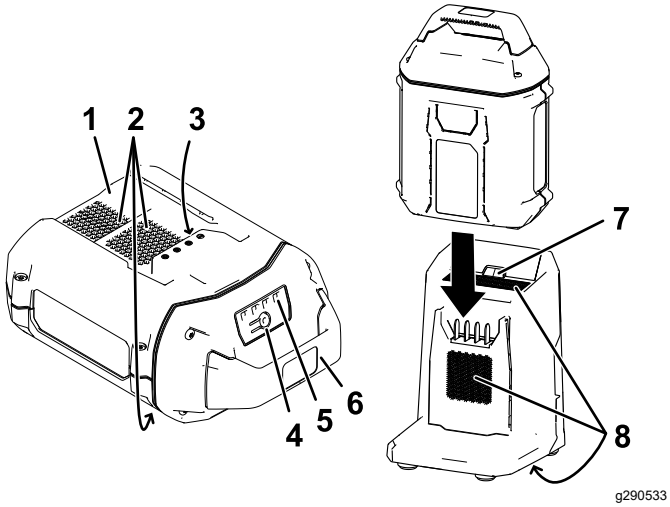

Figur 13
2. Ret fordybningen i batteripakken (Figur 13) ind efter trækstangen på opladeren.
3. Skub batteripakken ind i opladeren, indtil den sidder helt på plads (Figur 13).